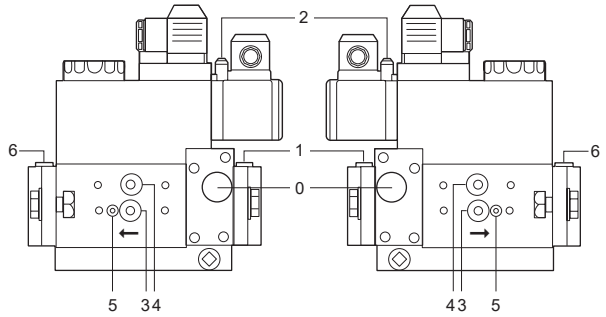

Fig. 19
- Pulire o sostituire il filtro se la differenza di pressione fra i punti 1 e 3 (Fig. 19) è $\Delta p > 10$ mbar.
- Pulire o sostituire il filtro se la differenza di pressione fra i punti 1 e 3 (Fig. 19) risulta raddoppiata dall'ultimo controllo.
2 Svitare le viti 1 ÷ 4 con una chiave esagonale n. 3 e togliere il coperchio del filtro 5 in Fig. 19.